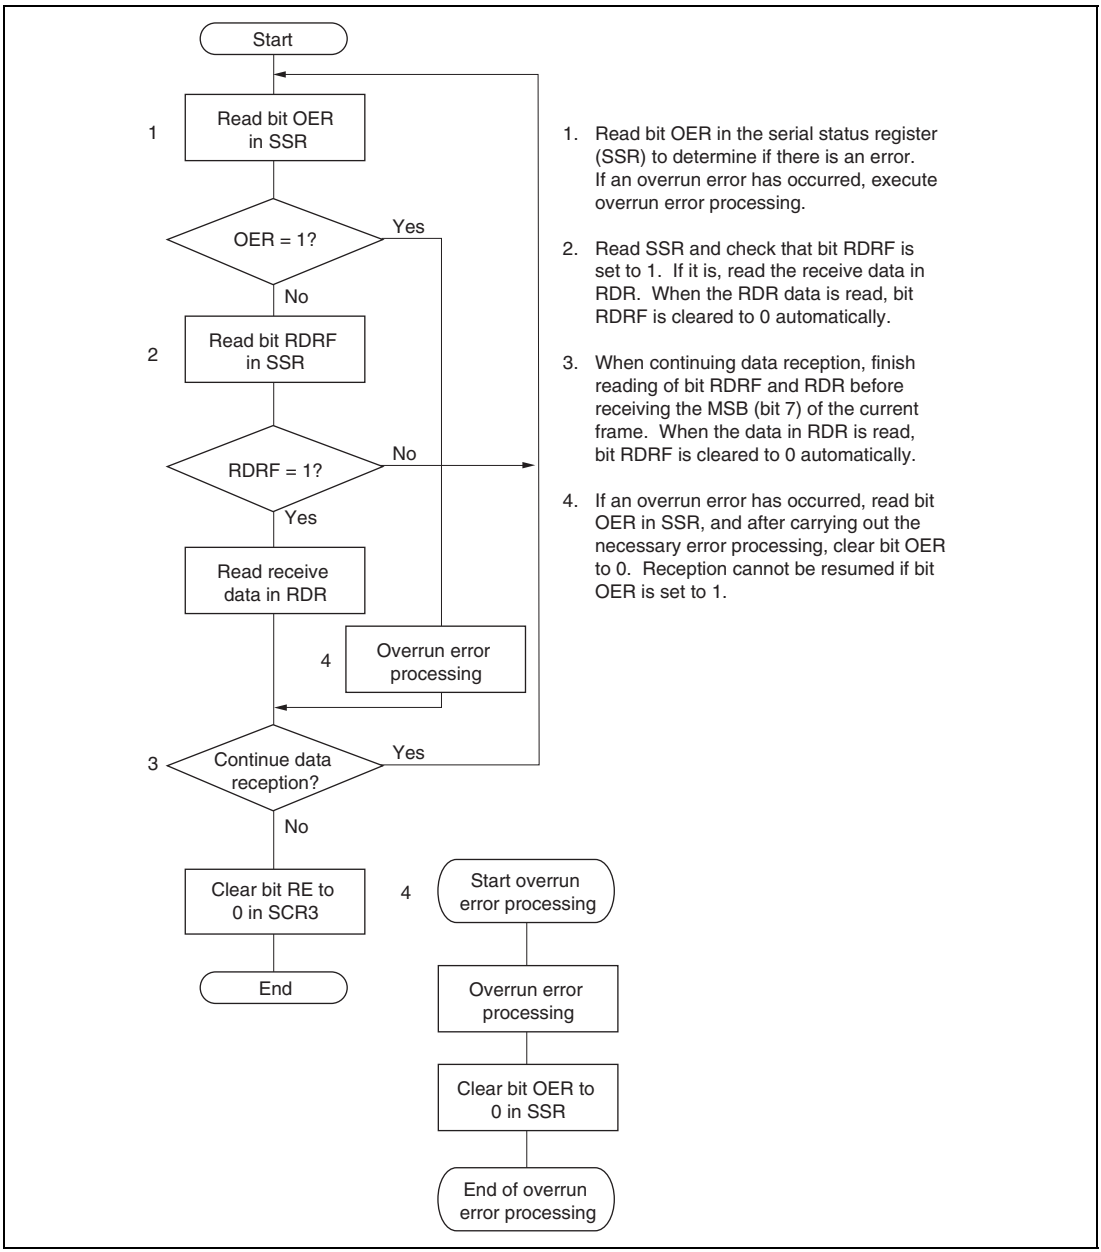

**Figure 10.13 Example of Data Reception Flowchart (Synchronous Mode)**
**Receiving:** Figure 10.13 shows an example of a flowchart for data reception. This procedure should be followed for data reception after initializing SCI3.
See figure 10.13 for details on overrun error processing.